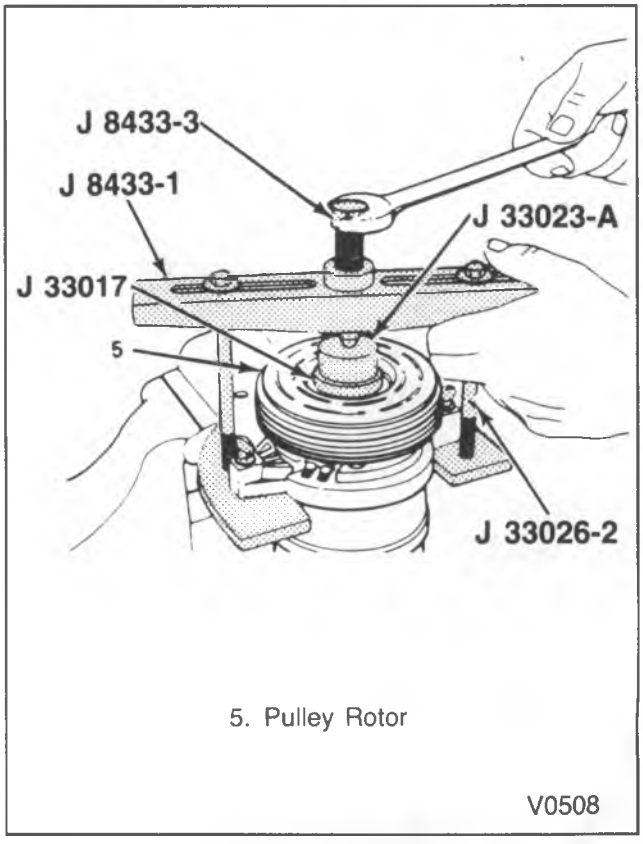

Figure 65 – Removing the Pulley and Bearing
3. Install pulley rotor and bearing puller guide J 33023-A to the front head (figure 65) and install J 33020 pulley rotor and bearing puller down into the inner circle of slots in the rotor. Turn the J 33020 puller clockwise in the slots to engage the puller tangs with the segments between the slots in the rotor.
5. With the compressor mounted to the J 33026 holding fixture, position the rotor and bearing assembly on the front head (figure 65).
6. Position the J 33017 pulley rotor and bearing installer and J 33023-A puller pilot directly over the inner race of the bearing (figure 65).
7. Position puller crossbar J 8433-1 on the puller pilot J 33023-A and assemble the two J 33026-2 through bolts and washers through the puller bar slots and thread them into the J 33026 holding fixture (figure 65). The thread of the through bolts should engage the full thickness of the holding fixture.
8. Tighten the center screw in the J 8433-1 puller crossbar to force the pulley rotor and bearing assembly onto the compressor front head (figure 65). Should the J 33017 pulley rotor and bearing installer slip off direct in-line contact with the inner race of the bearing, loosen the J 8433-1 center forcing screw and realign the installer and pilot so that the J 33017 installer will properly clear the front head.
Remove or Disconnect (Figure 65)
2. Install J 33023-A puller pilot on front head of compressor. Also install J 8433-1 puller crossbar with J 33025 puller legs as shown in figure 65.
Install or Connect (Figure 65)
3. Center the J 8433-1 puller crossbar in the countersunk center hole of the J 33024 clutch coil installer. Install the J 33026-2 through bolts and washers through the crossbar slots and thread them into the holding fixture J 33026 to full fixture thickness (figure 65).